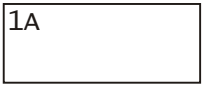

Рис. 1
7.1.2. Информация, собираемая и вычисляемая теплосчетчиком, сгруппирована в циклы. Номер цикла (цифры от 1 до 4) и код показания в цикле (латинские буквы A, B, C, D и т.д.) отображаются в левом верхнем углу дисплея (рис. 1).